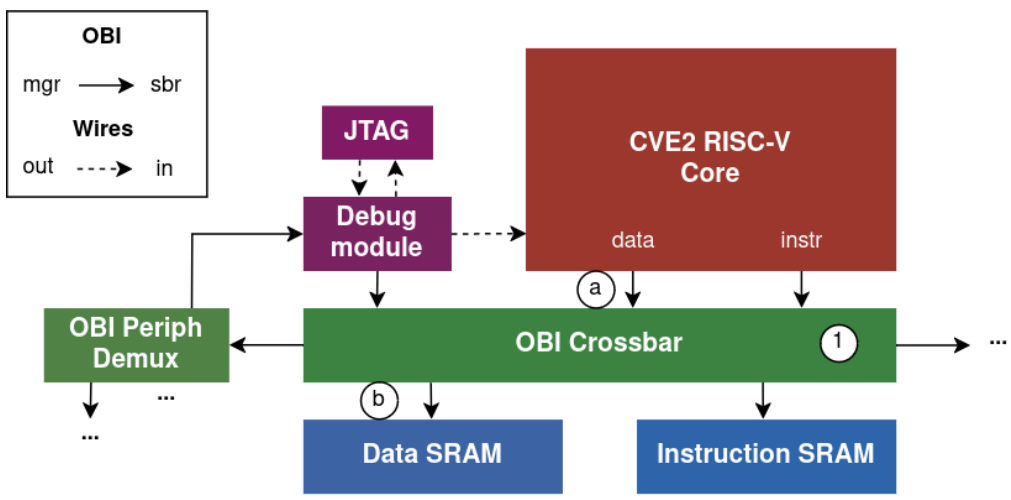

Figure 4: Simplified Croc diagram
- The Croc SoC supports on-chip debugging and programming via a standard JTAG interface, enabled by the RISC-V debug module, as illustrated in Figure 4.